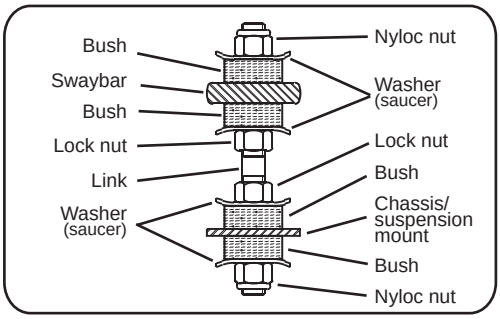

Fig.1. Whiteline double pin type link.
- For swaybars supplied with new links and hardware, refer to Figures 1 to 4 for bushing type endlink and their correct assembly. Refer page 2 for Ball-style.
Caution: Do not over tighten swaybar pin type link bushes, refer Fig 1. Nuts should be tightened until washer meets the bush & stops rotating. Then tighten a further $^{2}/_{3}$ of a turn. Over tightening compresses and pre-loads the polyurethane bush which reduces articulation and may cause premature failure.